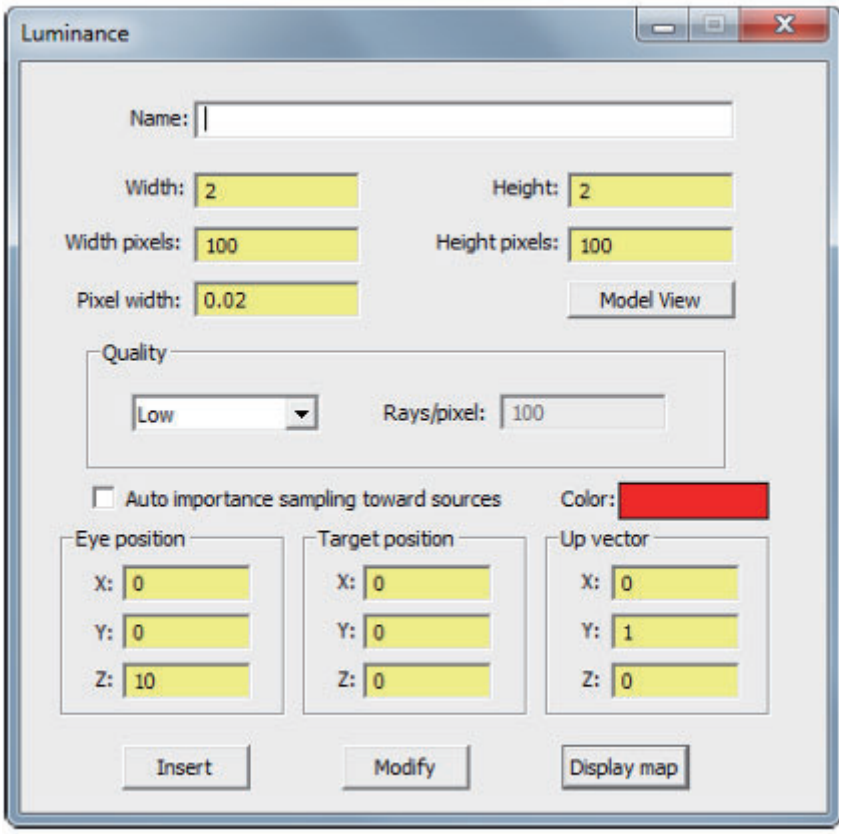

FIGURE 5.28 - Luminance dialog box.
3. TracePro のメインメニューから **[定義 | 輝度（ルミナンス）/ 放射輝度（ラジアンス）]** を選択し、図 5.28 に示す [輝度（ルミナンス）/ 放射輝度（ラジアンス）] ダイアログボックスを開きます。